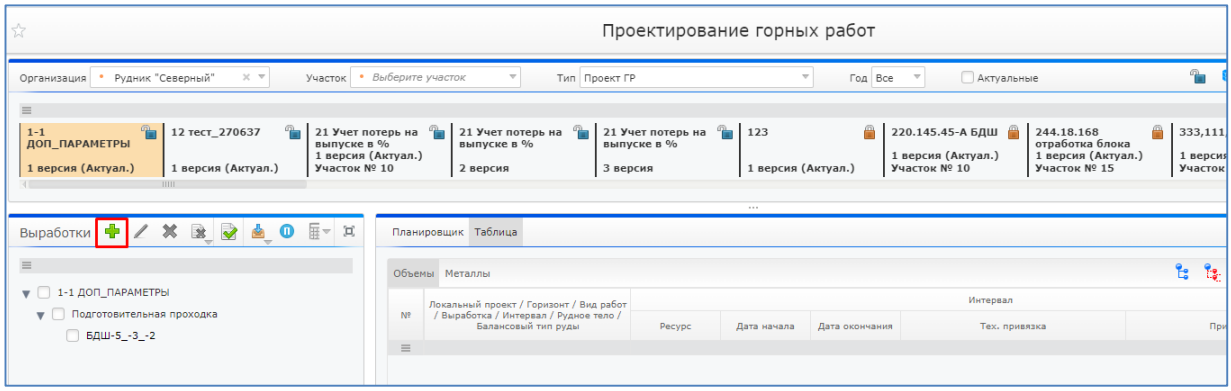

Рисунок 26. Кнопка «Добавить выработку»
2. В блоке «Выработки» нажать на кнопку «Добавить выработку» (Рисунок 26);